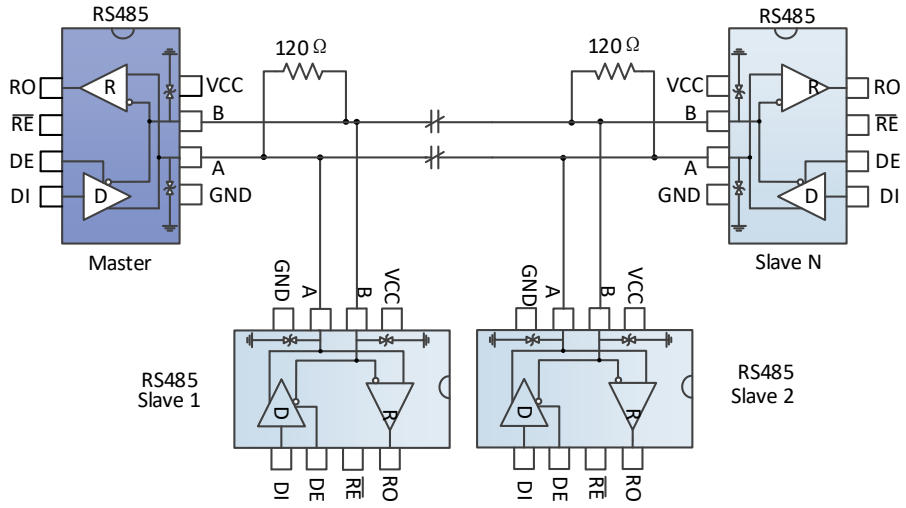

图 9 总线式 RS485 半双工通讯网络
总线式组网：ADM3485EARZ-REEL(ES) RS485 收发器设计用于多点总线传输线上的双向数据通信。图 9 显示了典型网络应用电路。这些器件也能用作电缆长于 4000 英尺的线性转发器，为减小反射，应当在传输线两端以其特性阻抗进行终端匹配，主干线以外的分支连线长度应尽可能短。